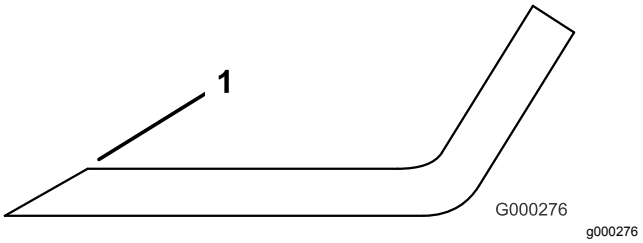

Figur 102
1. Slipa eggarna i båda ändarna av kniven med en fil (Figur 102).